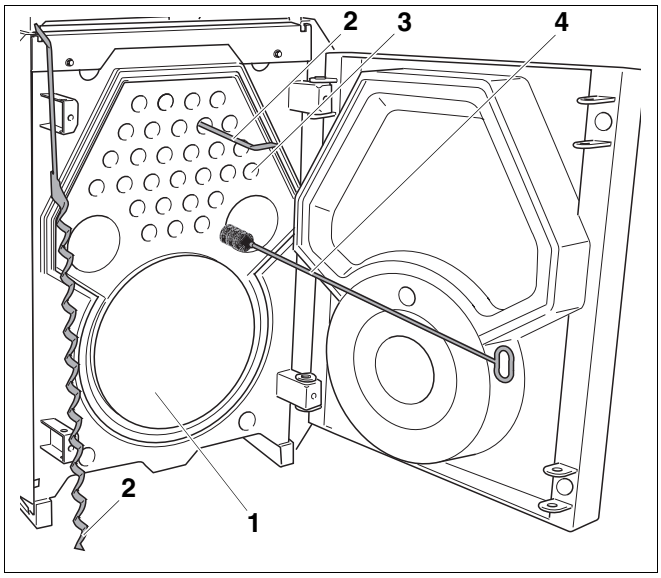
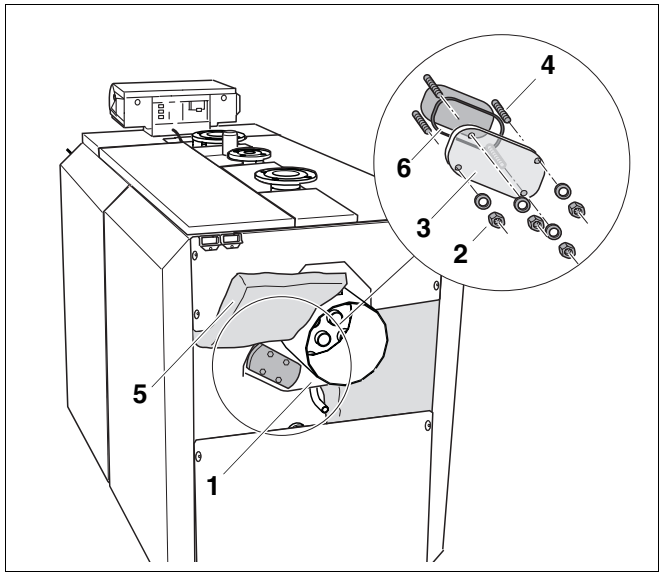

Рис. 46 Чистка поверхностей нагрева
Рис. 48 Демонтаж крышки для чистки (на рисунке изображено положение крышки для типоразмеров котлов: SE635 230 – 280 кВт и SK635 265 – 325 кВт)
- Удалить турбуляторы (рис. 46, **поз. 2**) из труб дополнительных поверхностей нагрева (рис. 46, **поз. 3**).
- Очистить турбуляторы (рис. 46, **поз. 2**).
Если Вы вставили ершик щетки (рис. 46, **поз. 4**) не до конца трубы, то обратно ее можно будет вытащить только с большим трудом.
- Очистите поверхности нагрева топочной камеры (рис. 46, **поз. 1**) и трубы дополнительных поверхностей нагрева (рис. 46, **поз. 3**) щетками (рис. 46, **поз. 4**).
- Откинуть теплоизоляцию коллектора дымовых газов (рис. 48, **поз. 5**) наверх таким образом, чтобы открылся доступ к крышке для чистки.
- Открутить гайки и снять шайбы с крышки для чистки (рис. 48, **поз. 2**).
- Снять крышку для чистки коллектора дымовых газов (рис. 48, **поз. 2**).
- Удалить нагар из топочной камеры (рис. 46, стр. 52), из газоотводящих каналов, а также из коллектора дымовых газов (рис. 48, **поз. 1**).